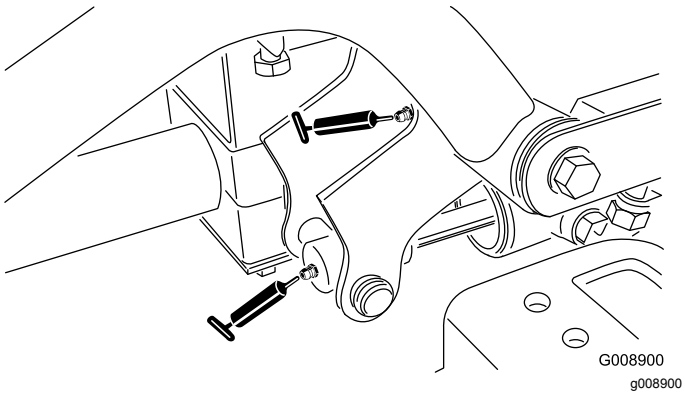

Rysunek 55
- Oś i siłownik przedniego prawego ramienia podnoszącego (2) (Rysunek 55)